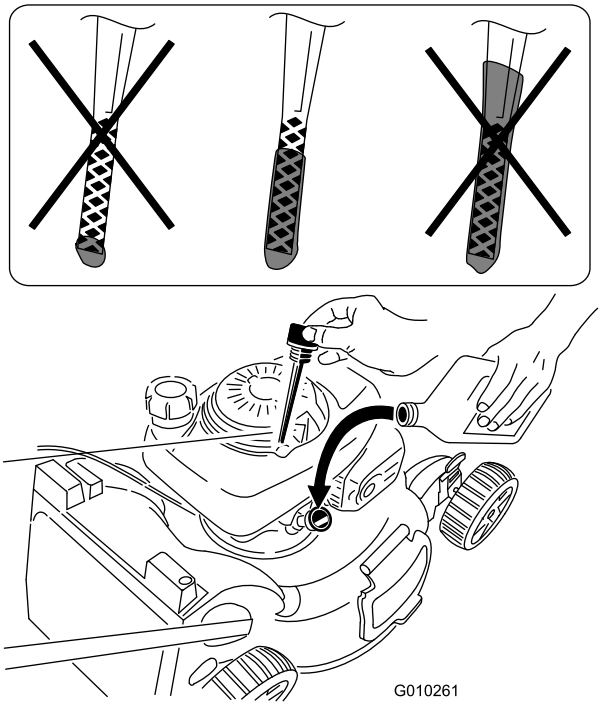

Figur 6
2. Tag målepinden ud (Figur 6), og hæld olie i påfyldningsrøret, indtil ca. 3/4 af krumtaphuset er fyldt.
5. Tag målepinden ud, og kontroller oliestanden på målepinden. Se Figur 6.
- Hvis oliestanden er for lav, skal en lille mængde olie langsomt hældes i oliepåfyldningsrøret. Vent 3 minutter, og gentag derefter trin 3 til 5, indtil oliestanden er korrekt som vist i Figur 6.
- Hvis oliestanden er for høj, skal overskydende olie aftappes, indtil oliestanden er korrekt, som vist i Figur 6 Se Skift af motorolien (side 17) for at få oplysninger om at aftappe overskydende olie.